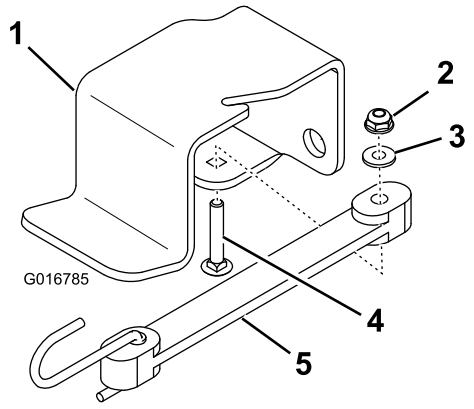

Figur 4
1. Fastgør det elastiske kabel til støttebeslaget til donkraften med en bræddebolt, en flad skive og en sekskantet flangemøtrik (Figur 4).